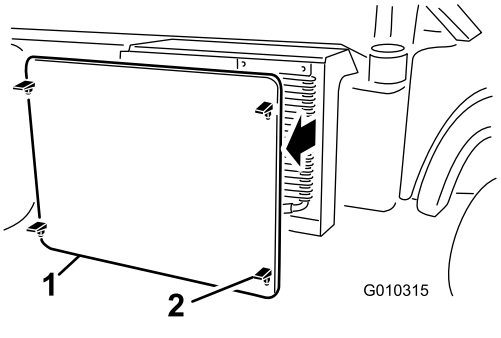

図 53
5. ラジエタースクリーンのラッチを外して、ラジエター前面から外す図 53。